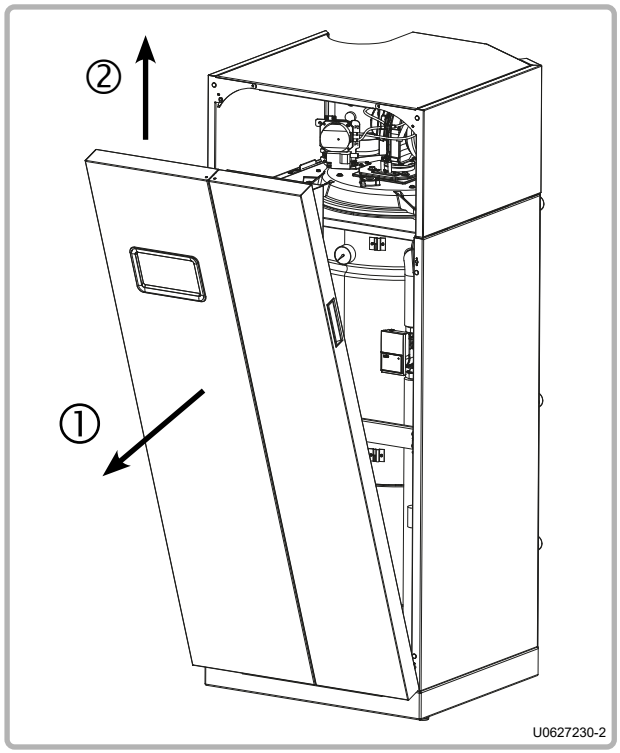

figuur 3 - Demontage van het frontpaneel
* : Zie figuur 3 vorige pagina.